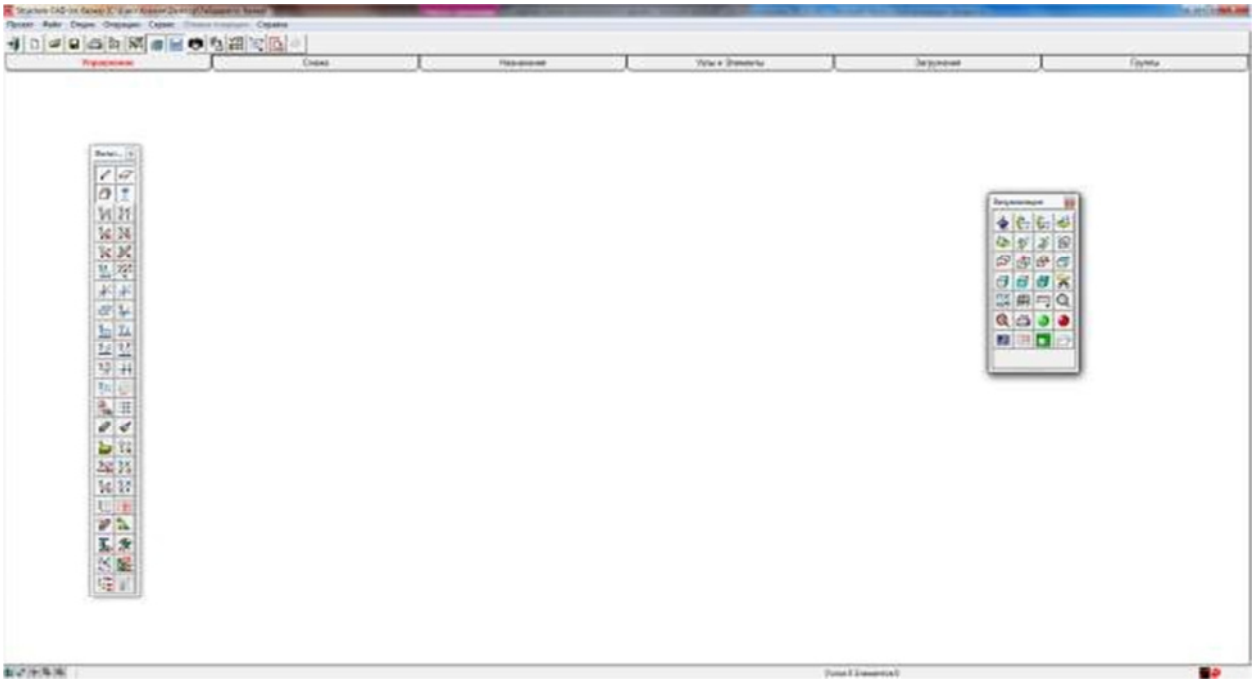

Рисунок 2.7 Рабочее окно препроцессора
6. Для начала работы по созданию расчетной схемы, курсор подводится к пиктограмме с названием **Расчетная схема** и нажимается левая кнопка мыши. В результате откроется рабочее окно SCAD, состоящее из **панели Меню**, **Инструментальной панели** и **Панели вкладок** (рис.2.7).